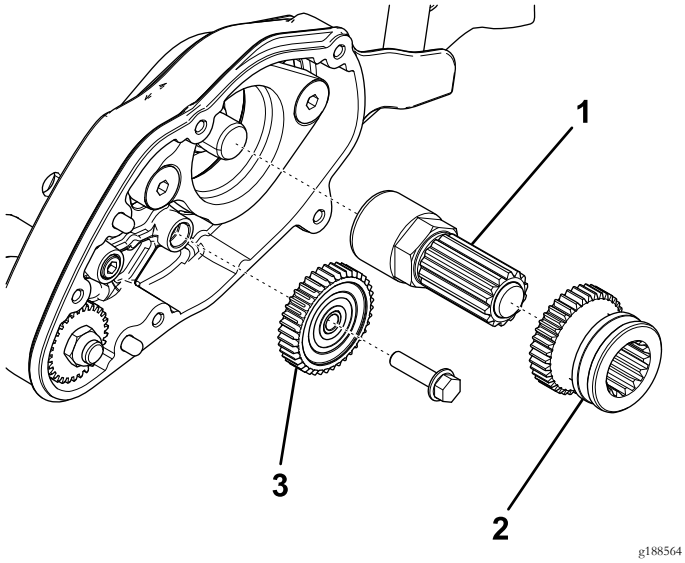

Figura 2
4. Retire a engrenagem intermédia de 40 dentes (Figura 2).
5. Retire a engrenagem da transmissão e conjunto do eixo da extensão do eixo do cilindro (Figura 2).